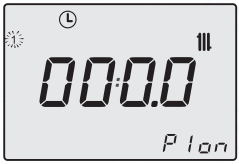
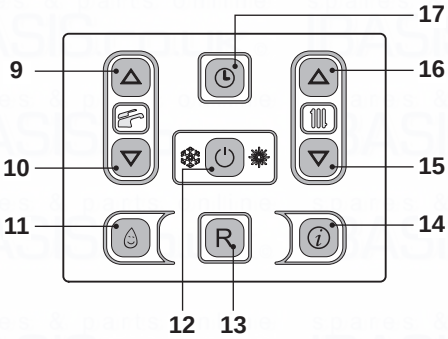

Fig. 2.11
Fig. 2.12
Enter ”programming mode” by holding down keys 16 and 17 for 5 seconds (Fig. 2.12) until the LCD display indicates the symbols shown in Fig. 2.11.
Press keys 9 or 10 (Fig. 2.12) to select the individual day (1)(2)(3)(4)(5)(6)(7) or if you want groups of days with the same time bracket scheduling, hold down key 9 until groups (1÷5), (1÷6), (1÷7), (6÷7) are displayed (flashing), then confirm by pressing key 12.